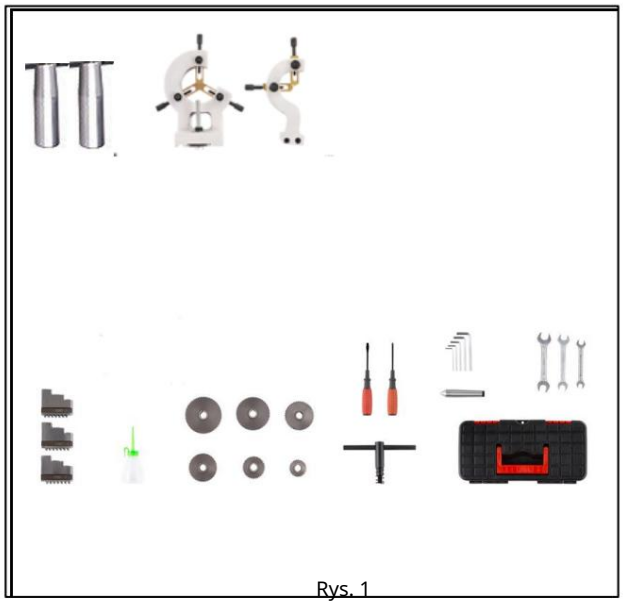

Rys. 1
ZAWARTOŚĆ SKRZYNKI Z NARZĘDZIAMI (Rys. 1)
8. Dźwignia poprzeczna podpórki złożonej (E, rys. 1 1)